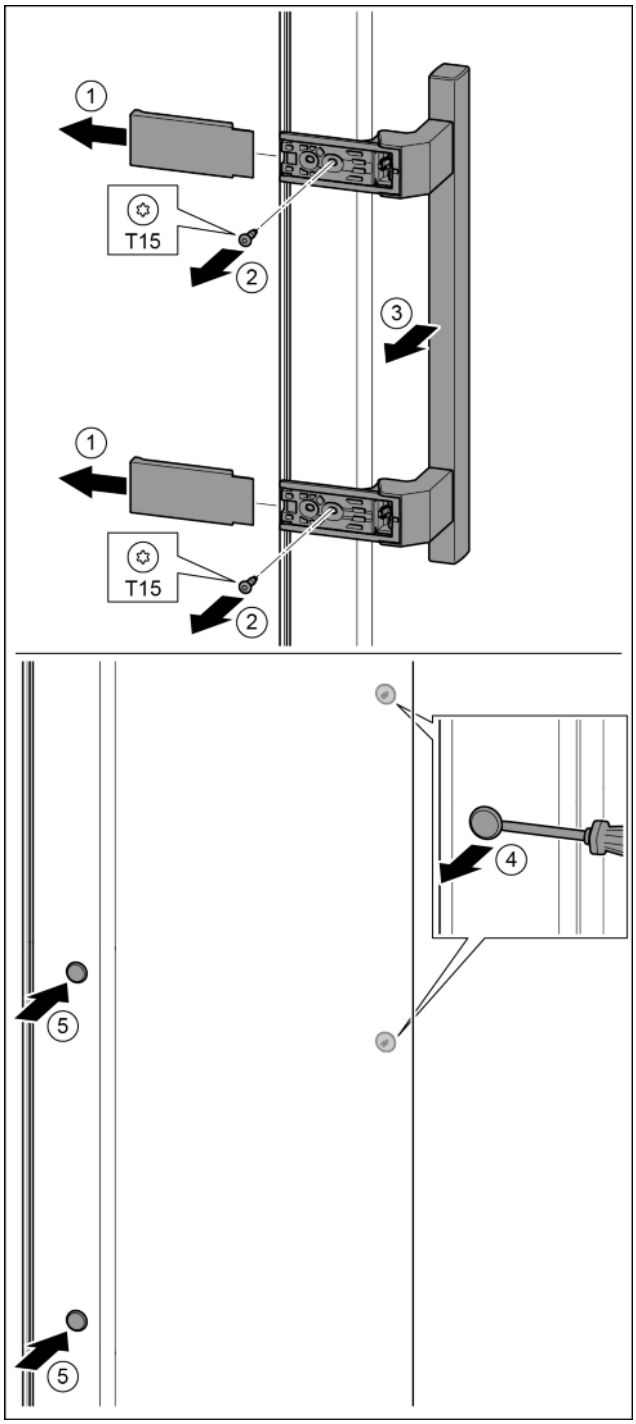

Fig. 20
- ▶ Pull off the cover. *Fig. 20 (1)*
- ▶ Remove the screws with the T15 screwdriver. *Fig. 20 (2)*
- ▶ Remove the handle. *Fig. 20 (3)*
- ▶ Carefully lift up the side plugs with a slotted screwdriver and pull them out. *Fig. 20 (4)*
- ▶ Insert the plugs again on the other side. *Fig. 20 (5)*